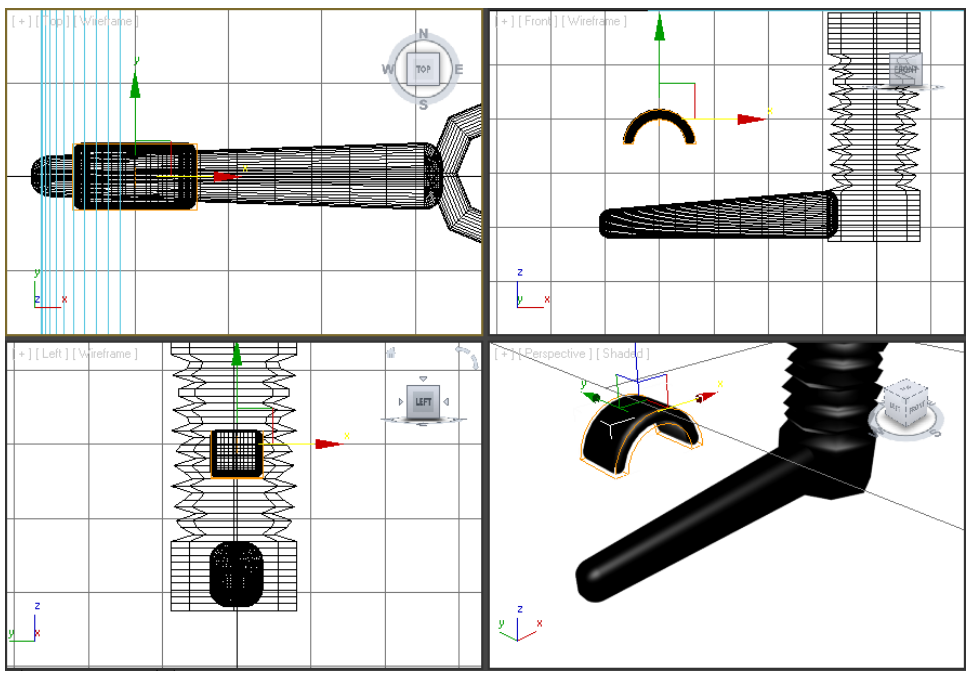

Figure 3-48 *The box01 displayed in all viewports after applying the **Bend** modifier*
8. After applying the **Bend** modifier, the *box01* is displayed, as shown in Figure 3-48.